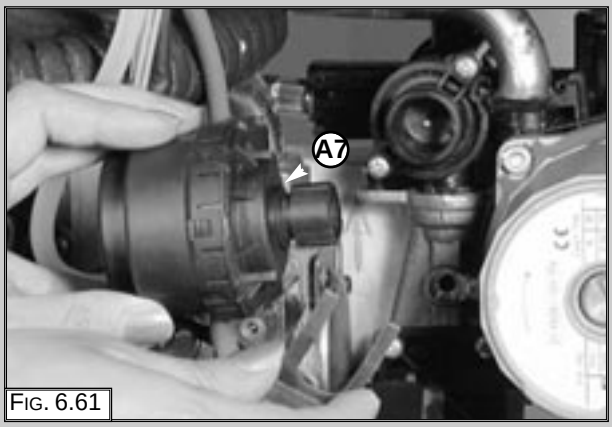

Fig. 6.61
2. Release the retaining clip “A7” and remove the diverter valve actuator (Fig. 6.61).